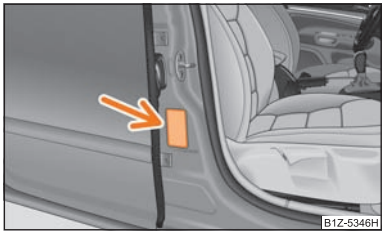

Fig. 103 Autocollant sur le montant central de la carrosserie côté passager avant
- **L'autocollant qui se trouve ⇒ fig. 103 sur le montant central de la carrosserie côté passager avant attire votre attention à ce sujet. L'autocollant est visible dès que la porte du passager avant est ouverte. L'autocollant est aussi placé sur le pare-soleil du passager avant dans certains pays.**